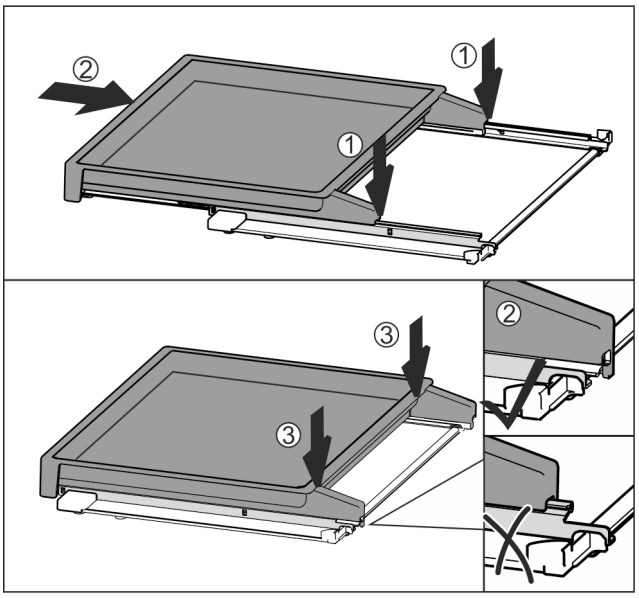

Fig. 33
▶ Установить по центру на направляющие *Fig. 33 (1)*.
▶ Вставить вытяжную панель полностью *Fig. 33 (2)*.
▶ Нажимать на задней стороне до тех пор, пока не будет слышна фиксация *Fig. 33 (3)*.